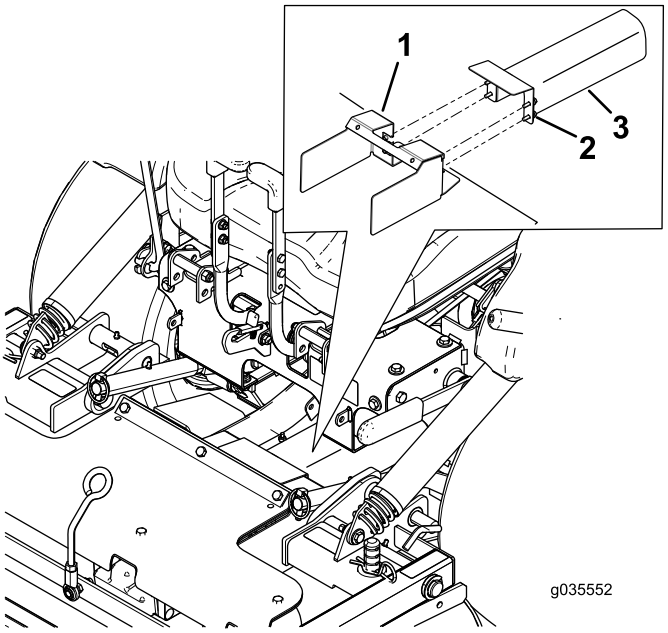

Bild 20
4. Lösen Sie die Schrauben und nehmen die Metallschutzvorrichtungen ab, wie in Bild 20 abgebildet.
2. Befestigen Sie die Metallschutzvorrichtungen und Schrauben, wie in Bild 20 abgebildet.